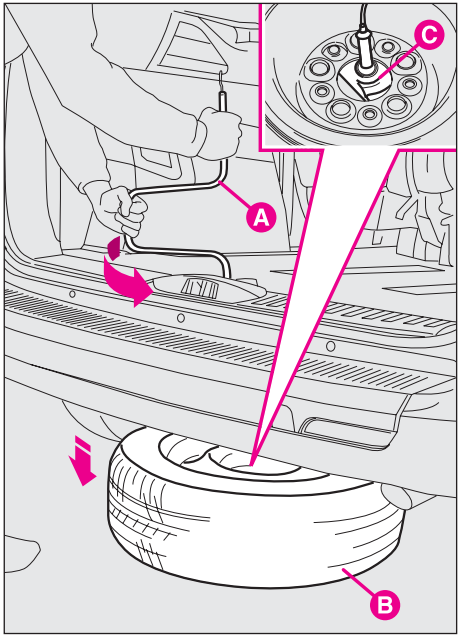

fig. 5
9) Use handle **A-fig. 5** to loosen the spare wheel bolt **B**.